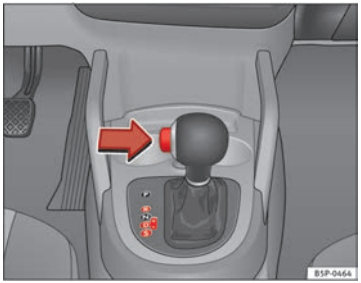

Fig. 145 Driving
– Press on the button on the selector lever knob (on the left, ⇒ fig. 145.